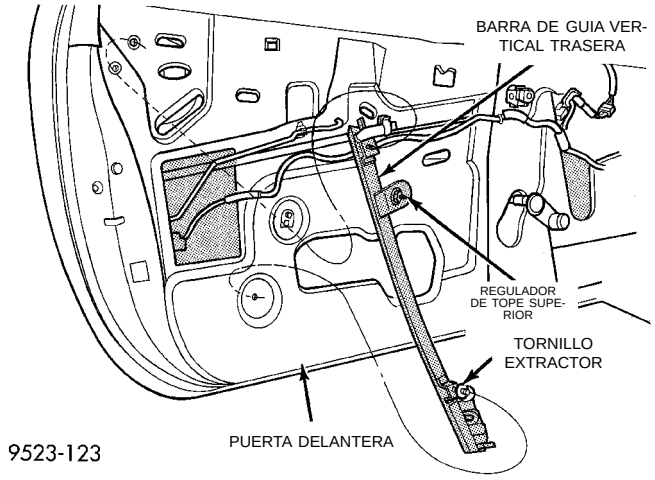

Fig. 26 Barra de guía vertical trasera
(1) Retire el panel tapizado de la puerta y el protector contra el agua.
(2) Retire la tuerca que fija la parte superior de la barra de guía trasera al panel interior de la puerta.
(3) Con un cubo de tuerca abocinada Snap-on® (FRXM10) y una llave hexagonal, retire la tuerca que sujeta la parte inferior de la barra de guía al panel de la puerta mientras sujeta los tornillos extractores.
(4) Retire la barra de guía vertical trasera a través del orificio de acceso grande en el panel interior de la puerta (Fig. 26).